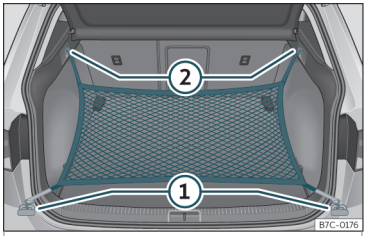

Fig. 118 În portbagaj: inele ① și cârlige ② pentru fixarea plasei pentru bagaje.
- Fixați cârligele scurte ale plasei de inelele de ancorare››› **fig. 118** ① ››› ⚠. Fermoarul bagajelor trebuie îndreptat în sus.
- Fixați chingile în cârligele plasei ②.